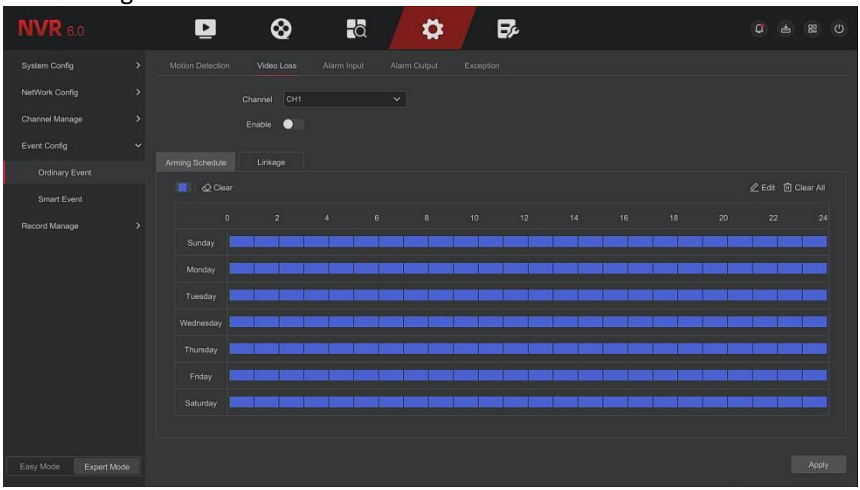

Figure 5-90
Step 1: In the main menu, choose "Config → Expert Mode → Event Config→ Oradinary Event → Video Loss" toenter Video Loss interface, as shown in Figure 5-90 below.